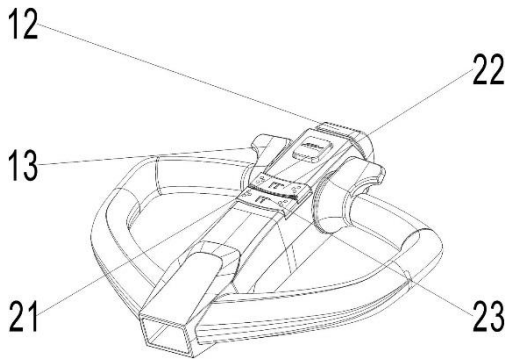
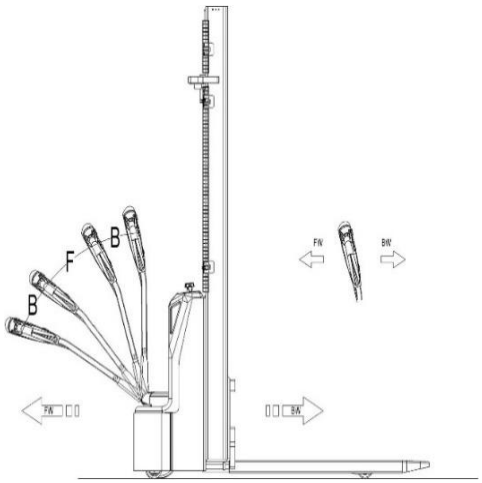

Fig.7: Tiller operating controls
Fig.11: Operating direction
Turn the inserted key to "ON" (Fig. 8), pull up the emergency button carefully, start the truck, and move the tiller within the operating area 'F' (Fig. 11).
Turn the accelerator knob to the desired direction forward ‘Fw.’ Or backwards ‘Bw.’(Fig. 11).Control the driving speed by carefully moving accelerator knob (13) until the desired speed is reached.If you move the accelerator knob back to the neutral position, the controller will decelerate the truck until it stops.
- The braking function can be activated in several ways (Fig.7, Fig. 11):
- By moving the accelerator knob (13) back to the initial ‘0’ position or by releasing the knob, the regenerative braking is activated. The truck starts braking until it stops.
- By moving the accelerator knob (13) from one driving direction directly to the opposite direction, the truck brakes regenerative until it starts traveling into the opposite direction.
- The safety (belly) button (12) prevents the operator from being crushed. If this button is activated, the truck decelerates and/ or starts traveling backwards (‘Bw.’) for a short distance and stops. Please consider, that this button also operates, if the truck is not traveling and the tiller is in the operating zone.